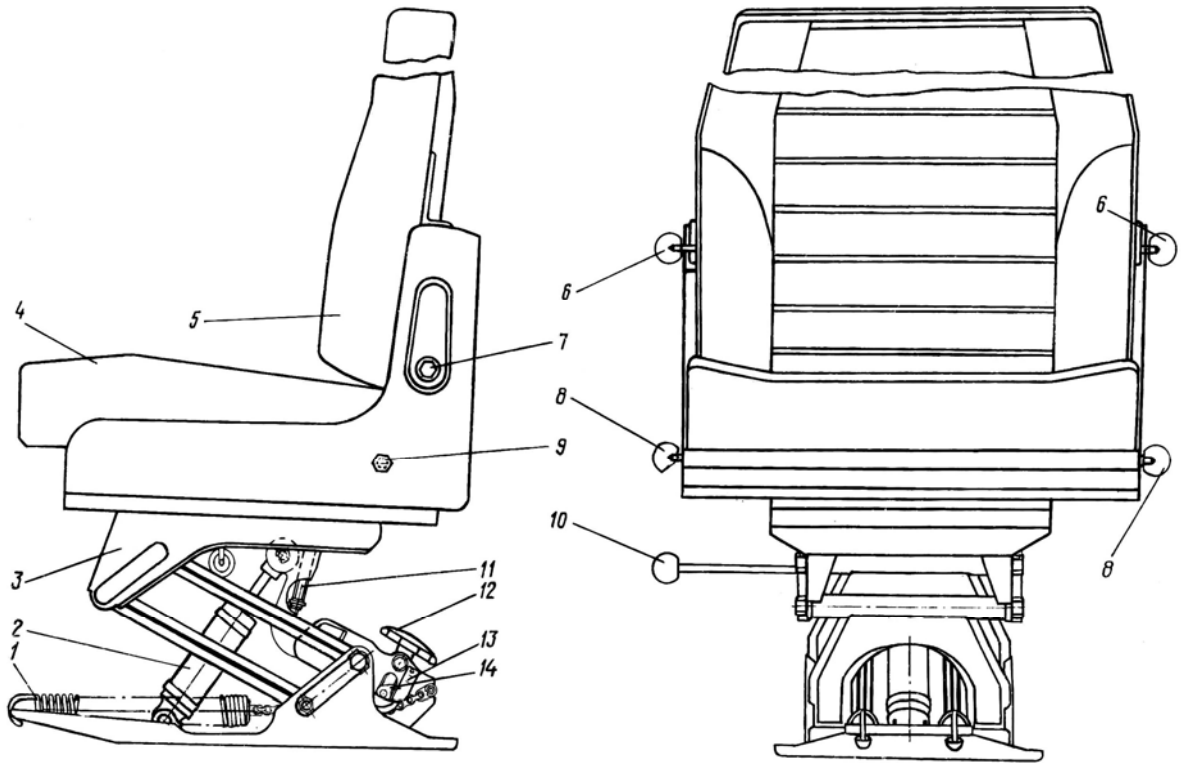

Рис.120. Сиденье водителя:
1. По высоте сиденье регулируется (в зависимости от роста водителя) с помощью регулировочного винта 11 (рис.120) и контрится специальной гайкой.